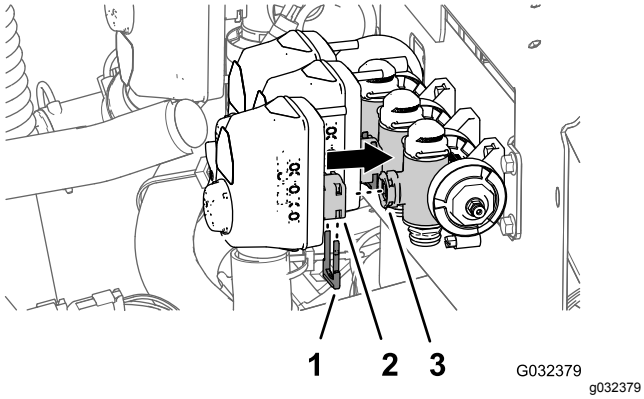

**Figur 59**
6. Juster koblingen til sektionsventilens aktuator, som du afmonterede i trin 2 i Afmontering af ventilaktuatoren (side 26), så den passer med manifoldventilens spindelport (Figur 59).
7. Fastgør sektionsventilens aktuator til manifoldventilen med en holder (Figur 59), som du afmonterede i trin 1 i Afmontering af ventilaktuatoren (side 26).